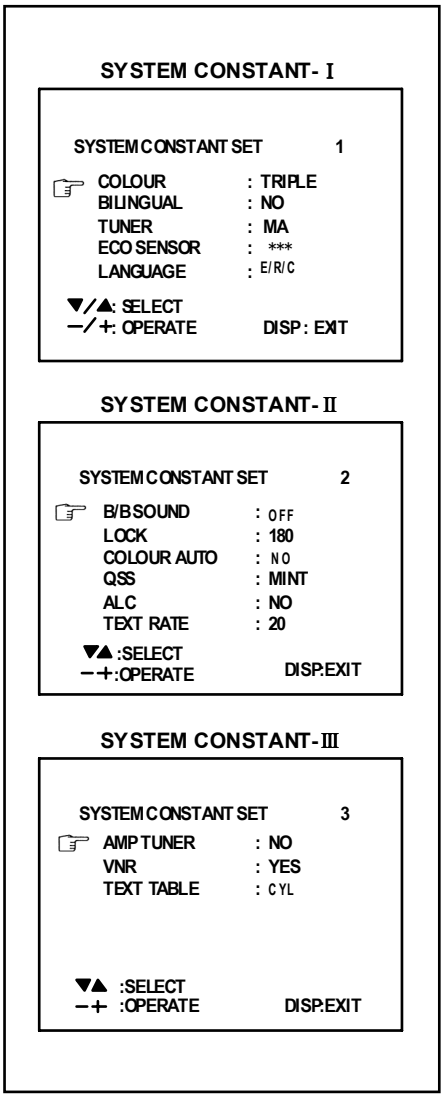

Fig.2
3) While the SERVICE MENU is displayed, again press the **DISPLAY** key and **PICTURE MODE** key simultaneously, and the SYSTEM CONSTANT SET screen of Fig. 2 will be displayed.